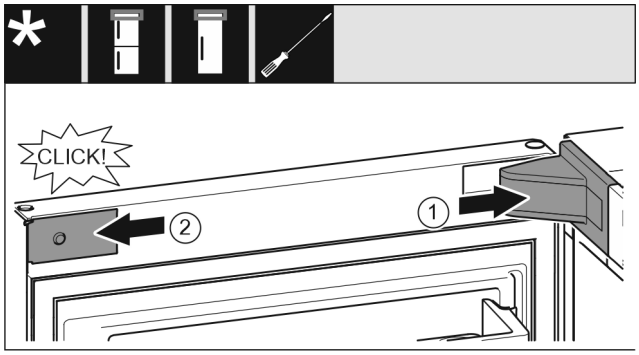

Fig. 22
▶ Așezați capacul suportului de lagăr *Fig. 22 (1)* și fixați în poziție, după caz, despărțiți cu precauție prin apăsare.
▶ Aplicați în lateral și fixați în poziție masca *Fig. 22 (2)*.